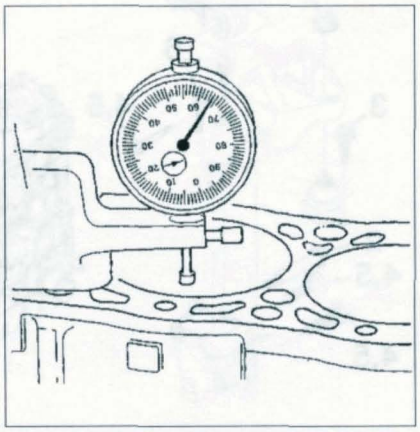

FIGURE 1-30
• En cas de rectification du plan de joint supérieur de bloc-cylindres, contrôler le dépassement des pistons, afin de déterminer le joint de culasse à monter en conséquence **(figure 1-30)**.